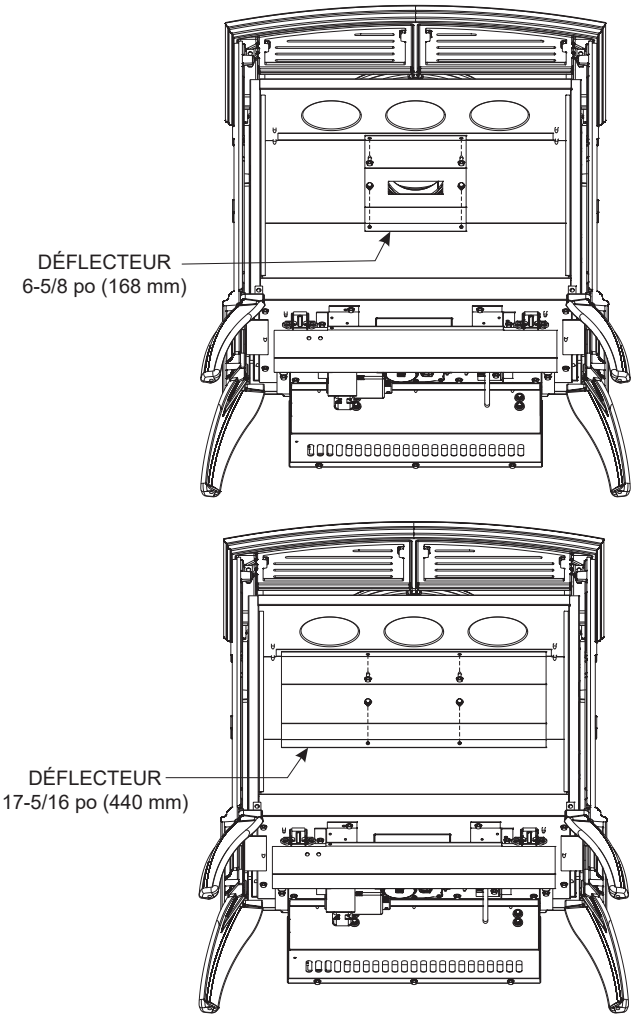

Figure 1
23. Retirer le déflecteur du régulateur de tirage (17-5/16 po [440 mm] de largeur). Poser le nouveau déflecteur du régulateur de tirage (6-5/8 po [168 mm] de largeur, DVP30CC uniquement). **Voir Figure 1.**